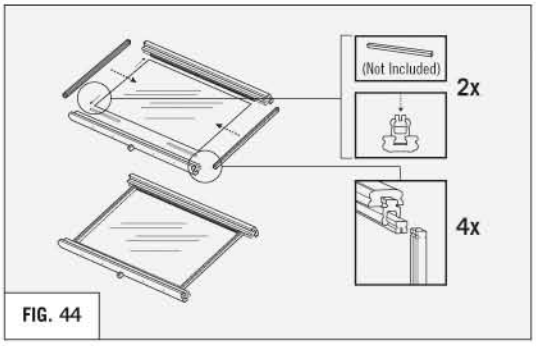

FIG. 44
5. Insert rubber setting blocks (not included). **(REFER TO FIG. 44)**
6. Insert glass panel into horizontal retainers. **(REFER TO FIG. 44)**
7. Slide vertical retainers on either side of glass panel. **(REFER TO FIG. 44)**